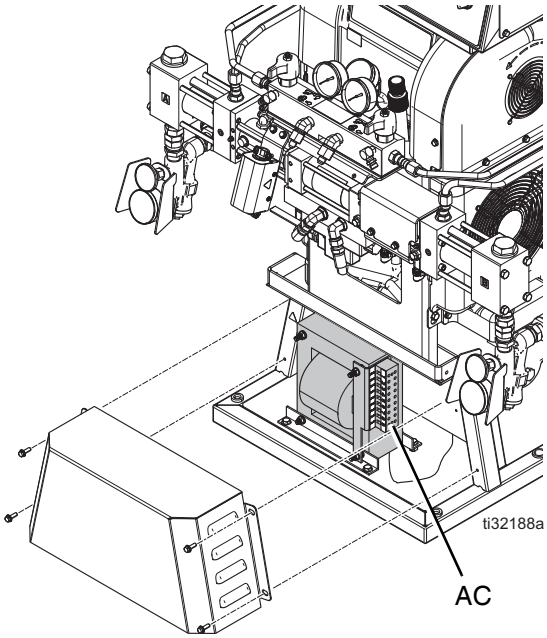

図 13: ホース変圧器カバー
2. 変圧器カバーを取り外します。図 13 を参照してください。
4. 変圧器カバーを再度取り付けます。図 13 を参照してください。